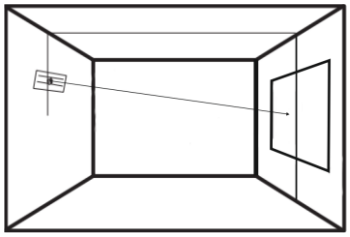

Fig. 1
- Montado en la pared opuesta (para obtener resultados óptimos, el detector inalámbrico debe estar centrado frente al cristal, vea Fig. 1).